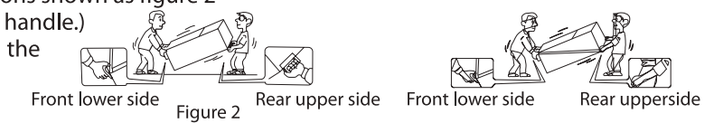

Figure 2
- When carrying, hold the positions shown as figure 2 (Never hold by the door or the handle.)